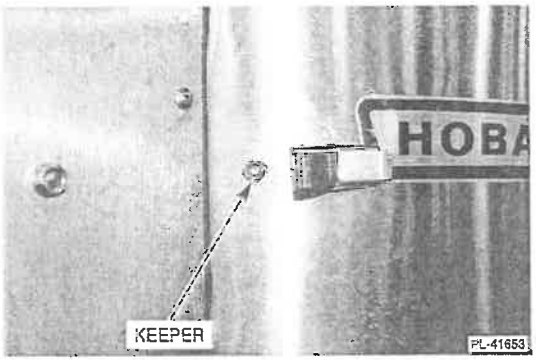

Fig. 3
2. Push the liner keeper into the hole (Fig. 3) provided.